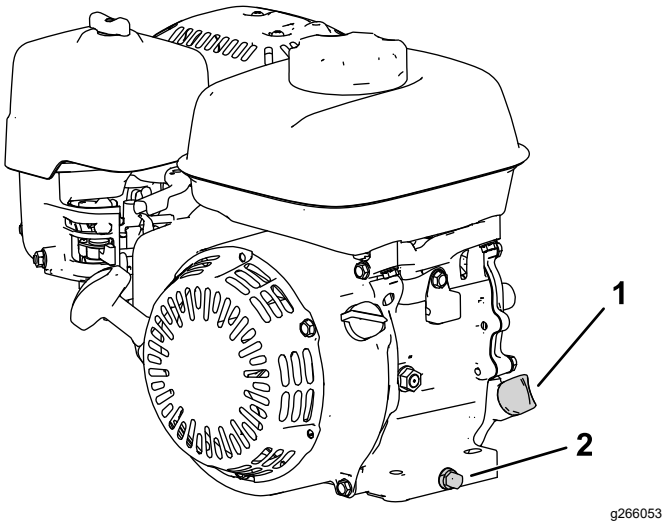

Figura 15
2. Coloque la máquina con el motor nivelado y limpie la zona alrededor del tubo de llenado de aceite (Figura 15).
3. Retire el tapón de vaciado (Figura 15).